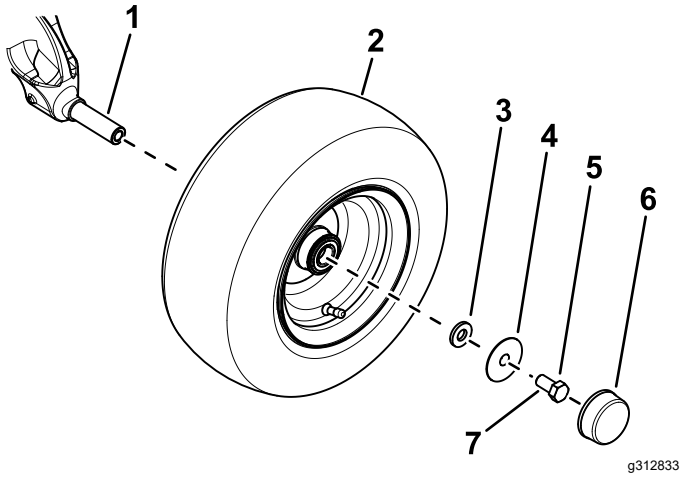

Figura 3
B. Utilizzate una rondella piccola, una rondella grande, un bullone (⅝" x 1¼"), e fissate la ruota all'albero dell'assale (Figura 3).
D. Montate il coperchietto antipolvere alla ruota(Figura 3).